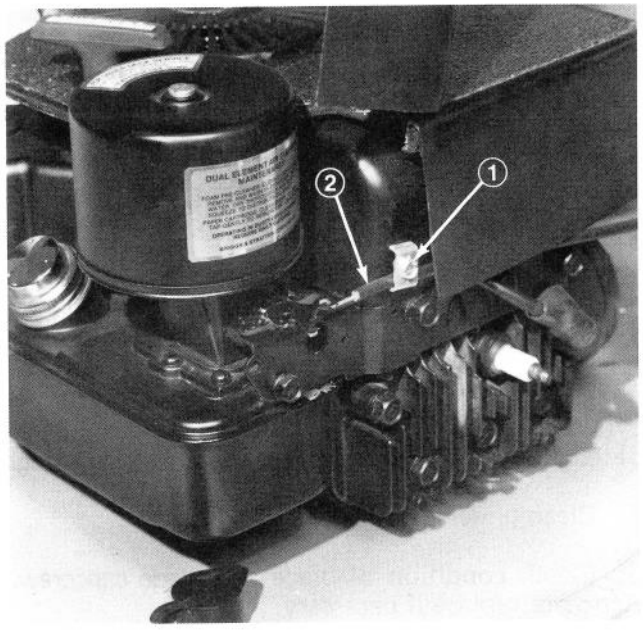

Figure 34
2. Loosen cable clamp screw until throttle cable is free to slide (Fig. 34).
3. Remove carburetor control arm to the right until it contacts grounding bracket (Fig. 34). Pull throttle cable slightly to remove any slack and tighten the cable clamp screw to lock the adjustment in place.